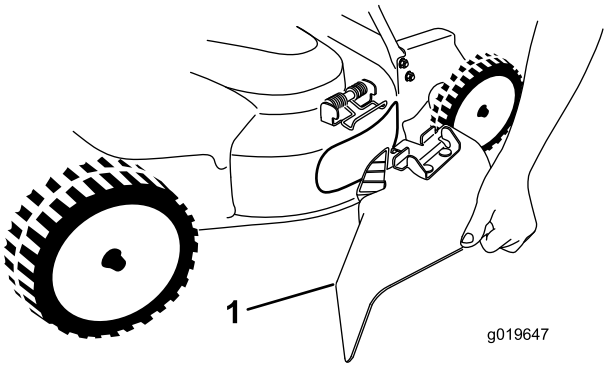

Figur 21
5. Monter sideudblæsningsslisken (Figur 21) ved at trække opad i fjederen, placere slisken over åbningen og sænke fjederen ned over tapperne på udblæsningssliskens overkant.